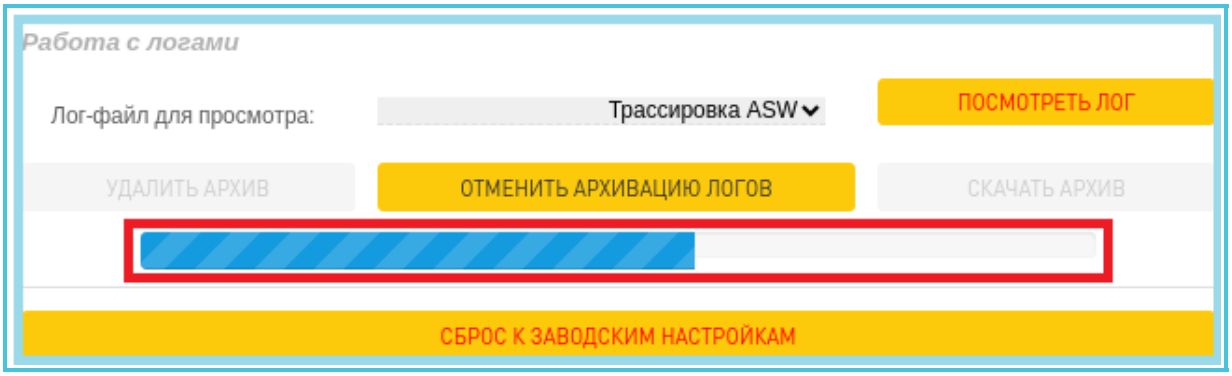

Рисунок 3.30 – Архивация логов
3. Дождаться завершения переноса логов. Индикатором служит синяя заполняющаяся полоска. В ходе ее заполнения никаких кнопок нажимать не рекомендуется (рис. 3.30).